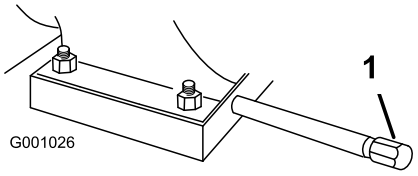

Figura 48
1. Pulite l'area intorno al tappo di spurgo dell'olio (Figura 48).